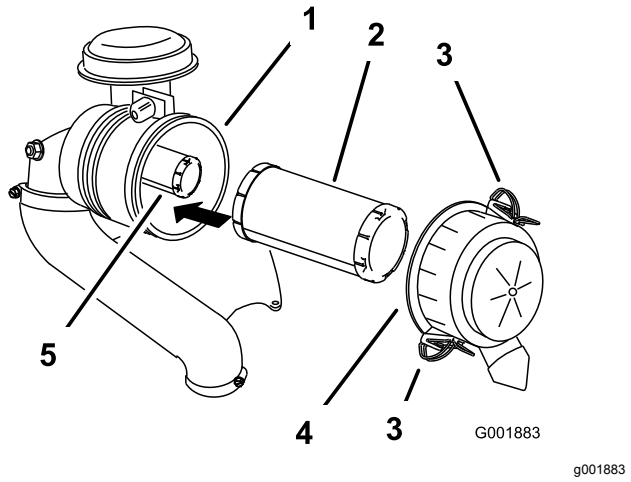

Figure 34
3. Ouvrez les dispositifs de verrouillage du filtre à air et détachez le couvercle du boîtier du filtre (Figure 34).
5. Sortez le préfiltre du boîtier du filtre avec précaution (Figure 34).
2. Si vous remplacez l'élément intérieur, insérez-le avec précaution dans le boîtier du filtre (Figure 34).
3. Placez ensuite le préfiltre sur l'élément de sécurité avec le même soin (Figure 34).
4. Remettez en place et verrouillez le couvercle du filtre à air (Figure 34).